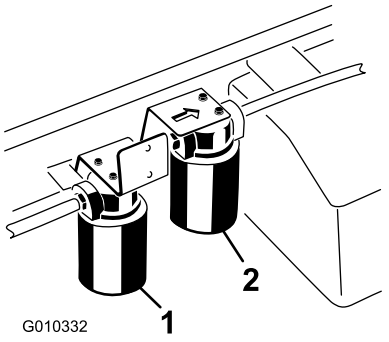

Figur 70
2. Rengør området omkring det sted, hvor filteret er monteret. Anbring en drænbakke under filteret, og afmonter filteret (Figur 70).